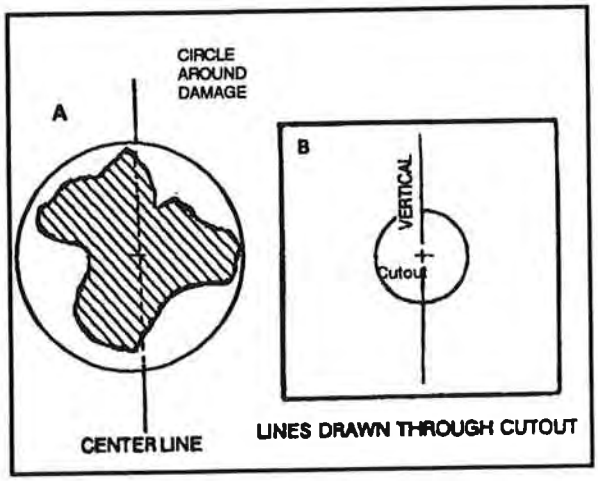

Figure 8-26. Circular repair layout
- Draw a circle around the damaged area, using a pencil, compass, or dividers. This will be the damage removal or cutline (Figure 8-26). Be sure to place the compass point as close to the center of the damage as possible.